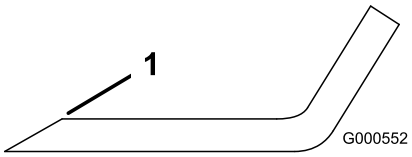
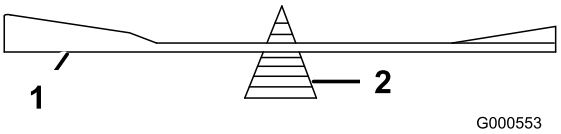

Figur 50
Figur 51
1. Bruk en fil til å slipe eggen i begge ender av kniven (Figur 50). Opprettholden den originale vinkelen. Kniven opprettholder balansen hvis like mye materiale fjernes fra begge kniveggene.
2. Sjekk knivens balanse ved å legge den på en balanseringsinnretning (Figur 51). Hvis kniven holder seg i horisontal stilling, har riktig balanse og kan brukes. Hvis kniven ikke er i balanse, files litt av metallet på enden av vingeområdet bort (Figur 50). Fortsett med dette helt til kniven er balansert.